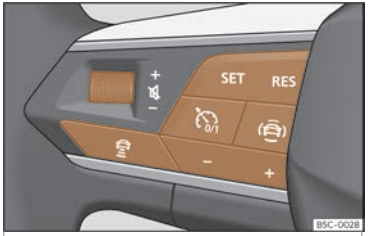

Fig. 159 No volante multifunción:botóns para manexar o ACC
O seu vehículo dispón de ACC se conta cun menú de configuración no sistema de Infotainment››› páx. 94, e se tes os botóns propios da función ACC no volante multifunción ››› fig. 159.
- Para comezar a regulación, prema o botón SET >>> fig. 159 .
Para programar a velocidade prema os botóns **+** ou **–** ››› **fig. 159** ata a velocidade desexada. O axuste de velocidade realízase en intervalos de 10 km/h (5 mph).
- Prema o botón e, a continuación, o botón **+** ou **–** ››› **fig. 159** .